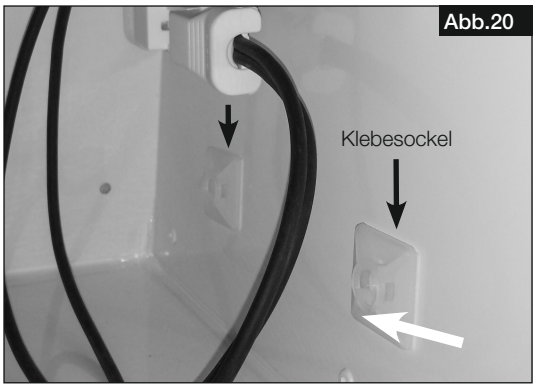

Abb.20
4. Beiliegende Klebesockel seitlich an die Gerätewand kleben (Abb.20)